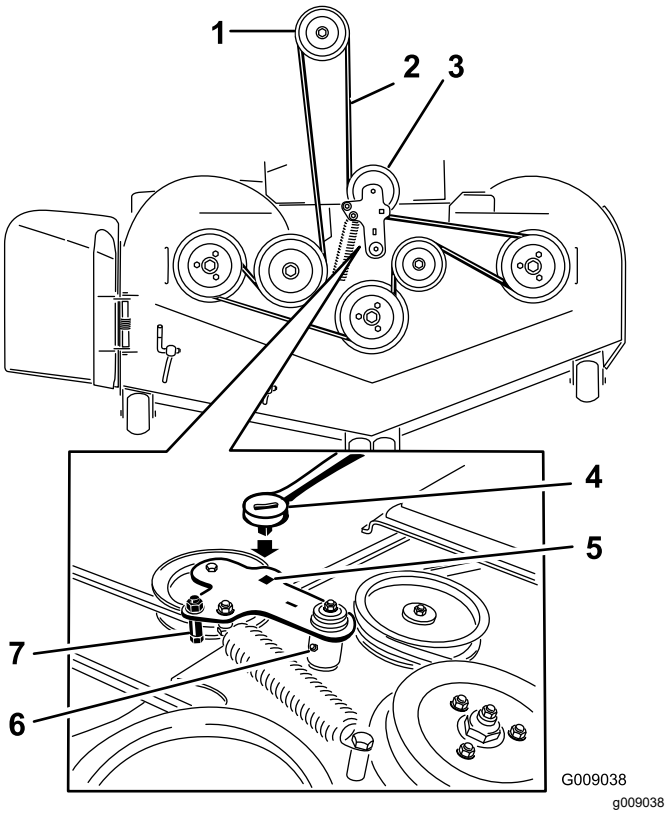
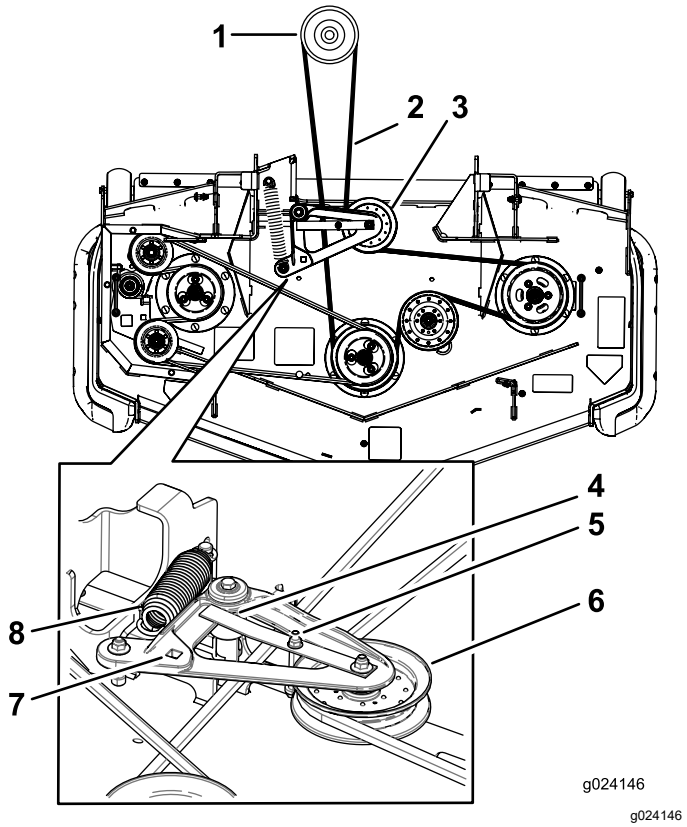

**Figur 118**
**Figur 119**
5. Løft vognbunden op, og sæt en skralde i det firkantede hul i skjoldstyrearmen. (Figur 118 eller Figur 119).
6. Drej skjoldstyrearmen med uret, løft op i tappen på remstyret (kun maskiner med bagudkast), og fjern plæneklipperremmen (Figur 118 eller Figur 119).